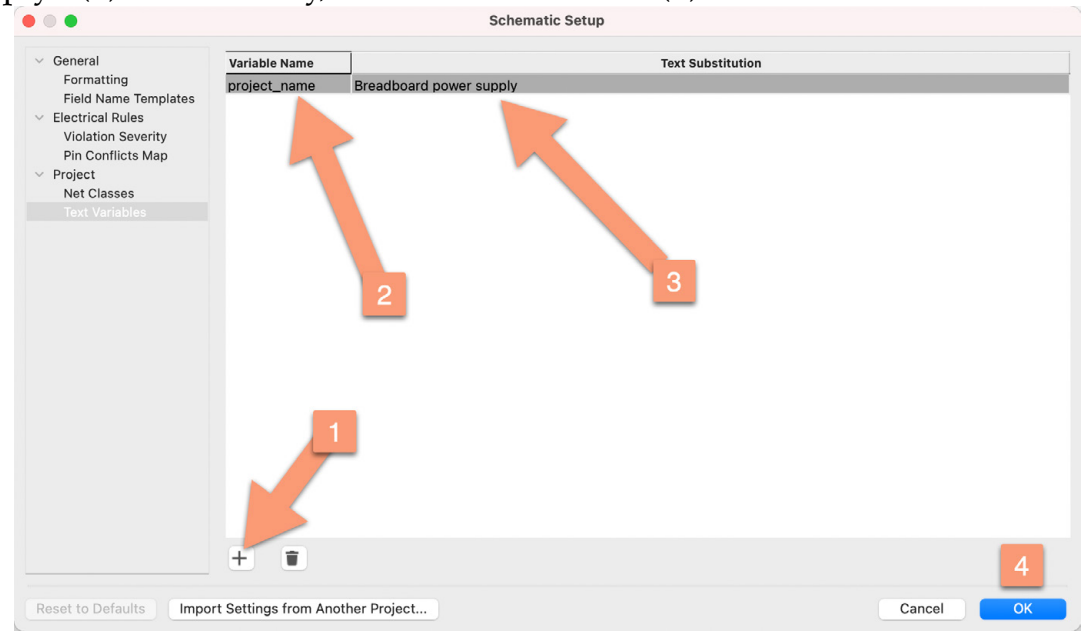

Figure 13.7.1: A new Text Variable.
In Eeschema, click on File, then click on Schematic Setup. Under Project, click on Text Variables (Figure 13.7.1). At the bottom of the Text Variables list, click on the "+" button to create a new row (1). For the variable name, enter "project_name" (2), and for the text substitution, enter "Breadboard power supply" (3). When ready, click on OK to finish (4).